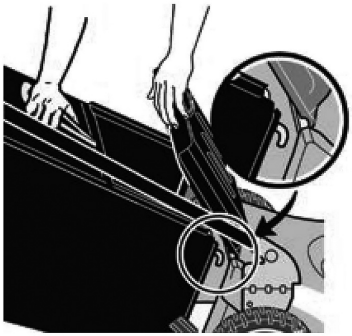

Рис. 6 Установка травосборника
6. Установите травосборник. Для этого одной рукой возьмите травосборник за рукоятку, другой рукой поднимите вверх заднюю крышку деки газонокосилки, зацепите крючки травосборника за ось задней крышки деки газонокосилки, после чего отпустите травосборник и медленно отпустите заднюю крышку деки газонокосилки (Рис. 6).